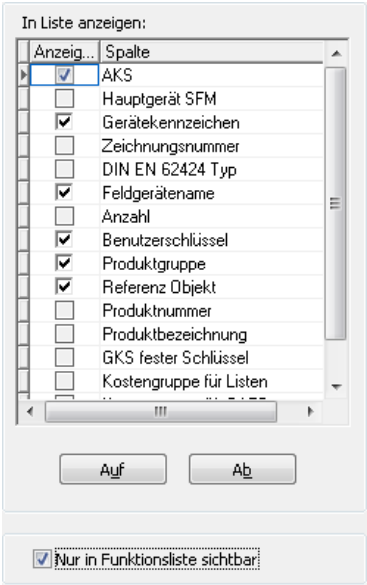

Bild 23.6 – Globales Editieren: Listenkonfiguration für Funktionslisten
Zu jeder der Informationsgruppen wird auf der rechten Seite der Dialogbox eine Liste der einzelnen Informationspunkte eingeblendet (Abb. 23.6).
- Das linke Fenster zeigt *spaltenweise* die im vorigen Dialogfeld gewählten Stammdaten (vgl. Abb. 23.6) und *zeilenweise* die in der gewählten Ebene gefundenen Objekte.